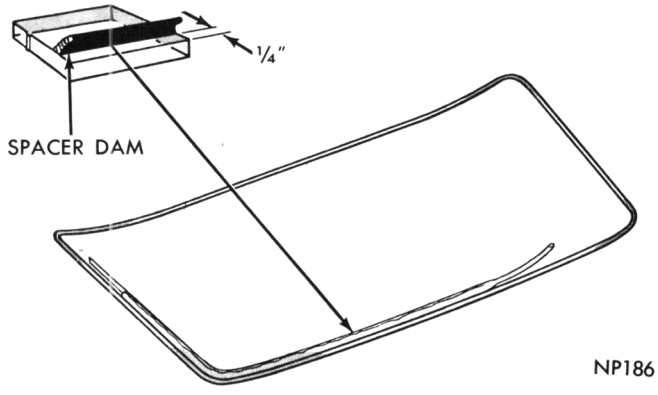

Fig. 2—Spacer Dam Installation
(1) Inspect moulding retaining clips. Remove and straighten clips bent more than 1/32 inch away from the body panel. Use block self-sealing screw-on type clips when necessary to replace. All clips must be attached lightly.
(2) Inspect rubber spacers in window reveals when replacement of spacers is required, make certain they are positioned in the exact areas removed from.
(3) Clean interior surface of glass. **Hand pressure to clean the glass interior surface after installing glass and before adhesive has set up may result in glass being pushed out of opening.**
(4) Install spacer dam 1/4 inch from edge and positioned so it leans toward edge on glass inner surface (Fig. 2).
(5) Attach suction cups to glass outer surface and position glass in opening.
(6) Inspect relationship of glass to fence completely around opening. The spacer dam should fold under and create a cushion for the glass to rest on. The glass to body fence overlap (0.30 inch minimum) should be equal across the top and sides. Use waterproof shims under spacers to obtain required overlap.
(7) Apply a piece of masking tape over each side of glass and roof extensions. Slit tape vertically at edge of glass so when glass is installed, tape on glass can be aligned with tape on body.
(8) Remove glass from opening and place on a protected surface, with inside surface up.